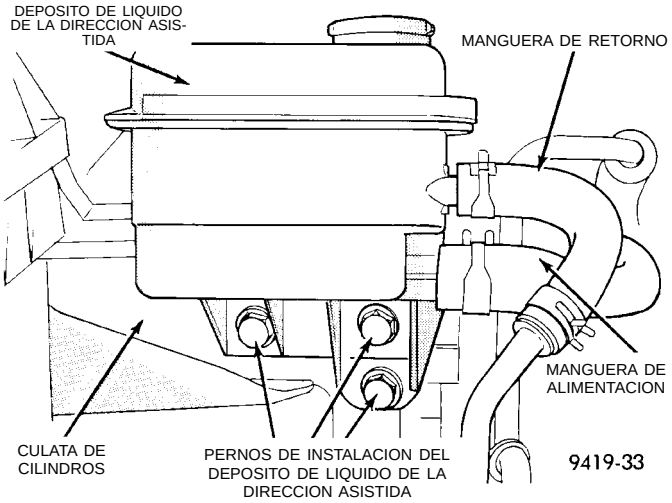
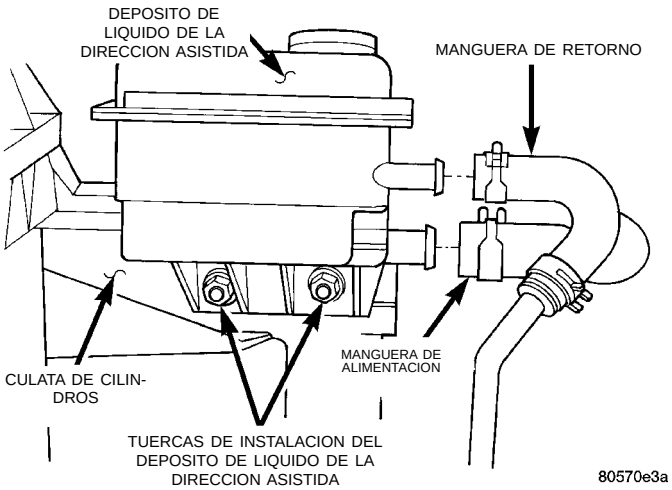

Fig. 34 Mangueras del depósito de líquido de dirección asistida e instalación
Fig. 35 Instalación del depósito del líquido de dirección asistida
(7) **Si el vehículo está equipado con un motor con árbol de levas único a la cabeza,** retire los 3 pernos (Fig. 34) que fijan el depósito de líquido de dirección asistida a la culata de cilindros.
(8) **Si el vehículo está equipado con un motor con doble árbol de levas a la cabeza,** retire las 2 tuercas (Fig. 35) que fijan el depósito de líquido de dirección asistida a la culata de cilindros.
(9) Retire el depósito de líquido de dirección asistida del vehículo.
(1) Instale el depósito de líquido de dirección asistida en la culata de cilindros. Instale y apriete con firmeza los pernos de fijación del depósito de líquido de dirección asistida (Fig. 34) o (Fig. 35).